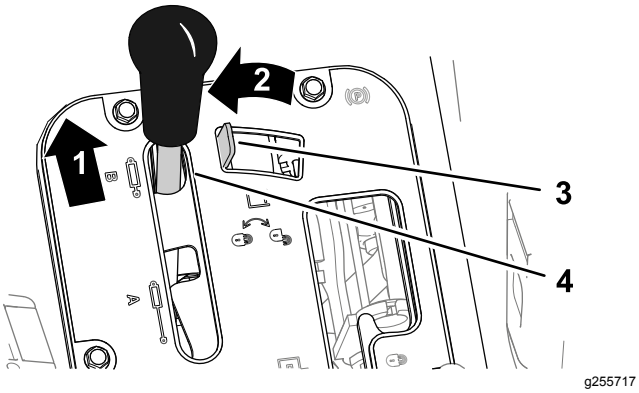

**Figur 36**
1. Skub det hydrauliske løftegreb frem (Figur 36).
2. Flyt låsen til det hydrauliske løftegreb til venstre for at aktivere låsen (Figur 36).